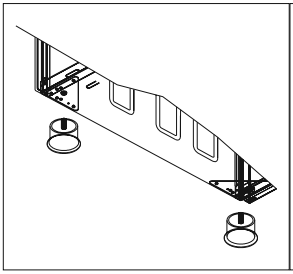
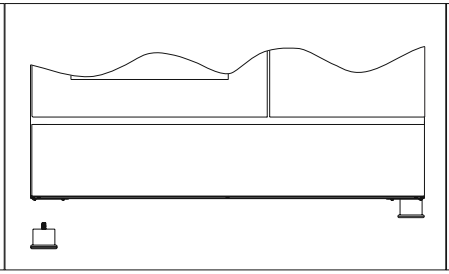

Figura 10
Figura 11
1. Como se muestra en la (figura 10), hay una barra para montar los pies en la parte inferior del horno. Las tuercas sobre estas barras se montan para atornillar los pies. (figura 11)